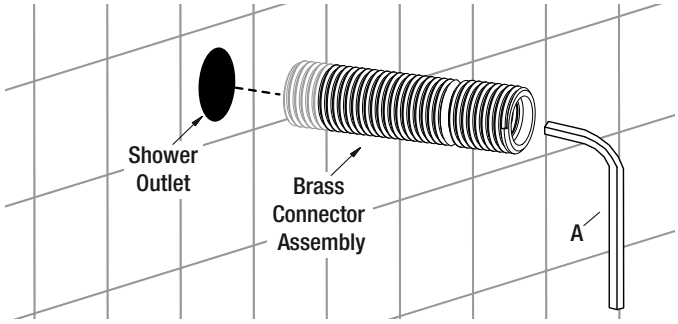

Fig.11
- Using the provided Hex key (A), install the new assembled brass connector, see Fig. 11, making sure that the end where you placed the thread-seal tape (where the check valve is) goes towards the wall where the old shower arm was.